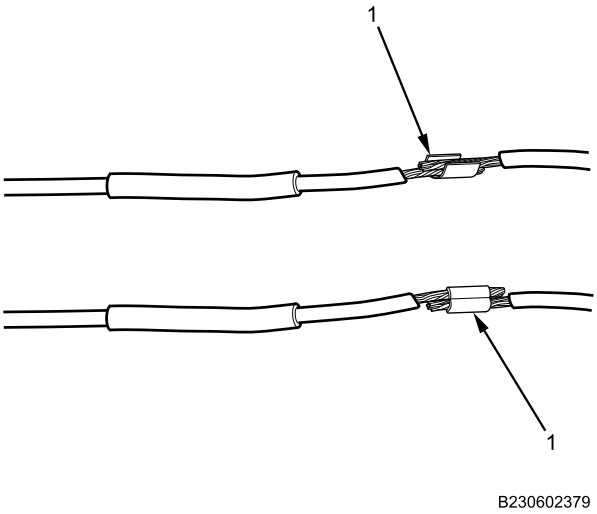

Figure 3. Splice Clip.
4. For smaller diameter wires, join two ends of wire and twist together. With larger diameter wires and fusible links, crimp a splice clip (Figure 3, Item 1) over splice with proper crimping tool. If repairing J1708 or J1939 communication wires, ensure twist in wire pair is maintained.